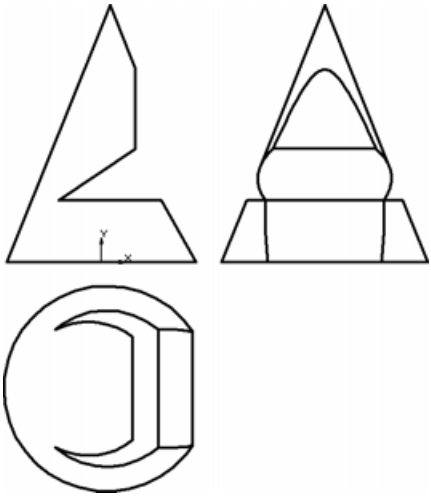

Рис. 6.154
- Создайте новый чертеж и постройте в нем три стандартные проекции модели (рис. 6.154). Сохраните документ на диске.